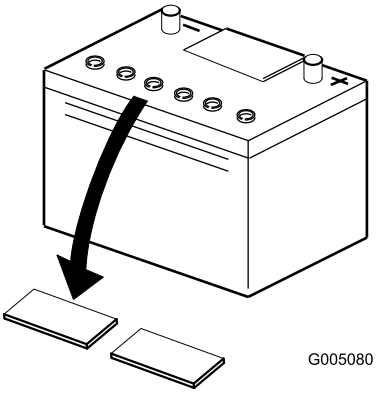

Figuur 4
2. Maak de bovenkant van de accu schoon en verwijder de vuldoppen (Figuur 4).